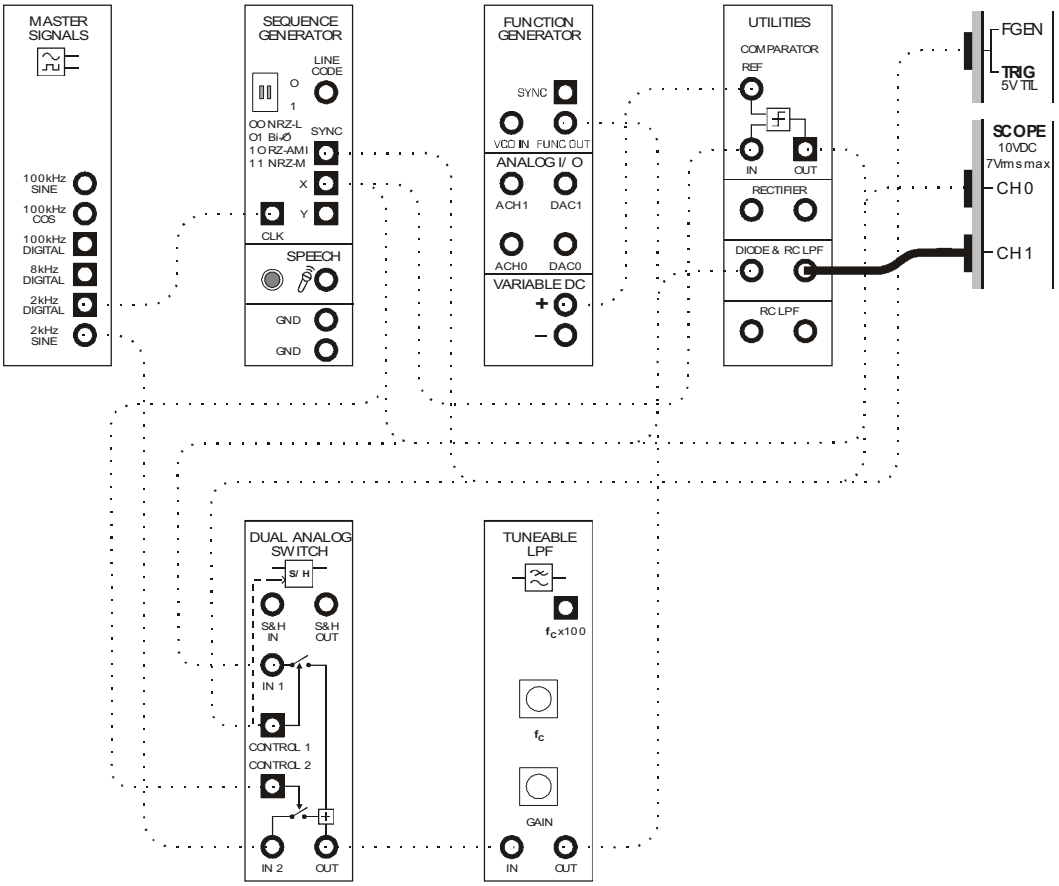

Figure 9
39. Change the scope's Channel 1 connection as shown in Figure 9 below.